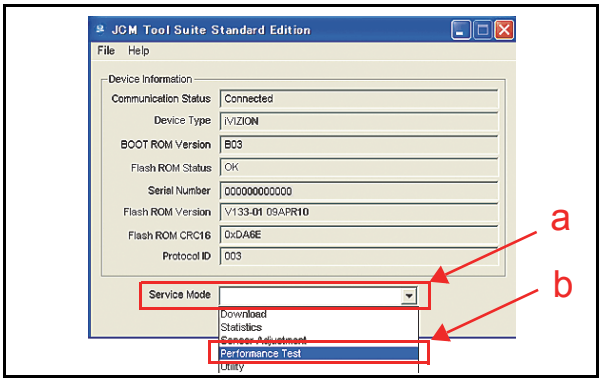

Figure 6-57 JCM Tool Suite Standard Edition Screen
6. Launch the "JCM Tool Suite Standard Edition" Application. The Screen shown in Figure 6-57 will appear when the application becomes activate.
7. Mouse-click on, and hold-down the "Service Mode" selection pull-down Menu (See Figure 6-57 a) and Slide-down select "Performance Test" from the Pull-Down Menu Sections (See Figure 6-57 b).